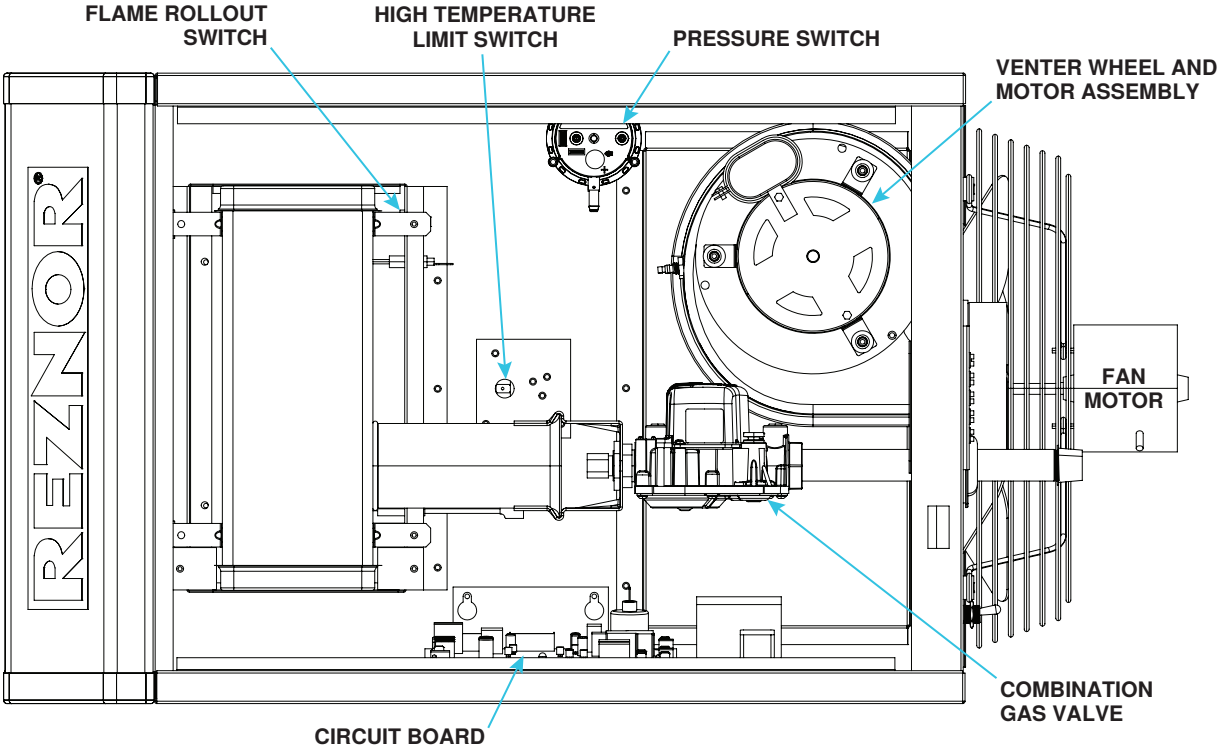

**Figure 19. Control Locations (Typical)**
- The pressure (combustion air proving) switch (see **Figure 19**) is a pressure-sensitive switch that monitors air pressure to ensure that proper combustion airflow is available.
All units are equipped with a temperature-activated, automatic-reset high temperature limit switch (see **Figure 19**). The switch is factory-set and is non-adjustable. If the setpoint is reached, the switch interrupts the electric supply to the combination gas valve. This safety device provides protection in the case of motor failure or lack of airflow due to a restriction at the inlet or outlet.
The venter motor is assembled to the venter wheel (see **Figure 19**) and operates to provide combustion airflow. Operation is controlled by the circuit board (refer to **Circuit Board (DSI Control Module)** section).
Unit sizes 30–125 of model UDXC are equipped with a temperature-activated, manually-reset flame rollout switch (see **Figure 19**). The switch, located behind the top burner body support, is factory-set and is non-adjustable. If the setpoint is reached, the switch interrupts the electric supply to the gas valve. If the flame rollout switch activates, identify and correct the cause before resetting the switch.
The combination gas valve (see **Figure 19**) is powered by the 24V control circuit through the thermostat and safety controls. The diaphragm-type valve is pre-set at the factory and provides regulated gas flow.
The fan motor (see **Figure 19**) is equipped with automatic-reset thermal overload protection. If the motor does not run, the cause may be due to improper current. Ensure that the correct voltage is available at the motor.
The heater's ignition system is controlled by a circuit board (see **Figure 19**), a Direct-Spark Integrated (DSI) control module (see **Figure 10**), that monitors the safety devices and controls the operation of the fan and venter motors and the combination gas valve between heat cycles. The module's Seven-Segment Display (SSD) is visible through a viewport on the access door panel. In addition, there is a status LED on the bottom of the heater. Its status indications are **off** (heater is not powered or control board fault), **steady on** (heater is on with no faults), or **flashing** (heater is on with fault(s)). Additional status indications appear on the display at the bottom of the control module (labeled as DSP1, see **Figure 10**). The display's codes are listed and described in the **Unit Troubleshooting Using DSI Control Module** section.